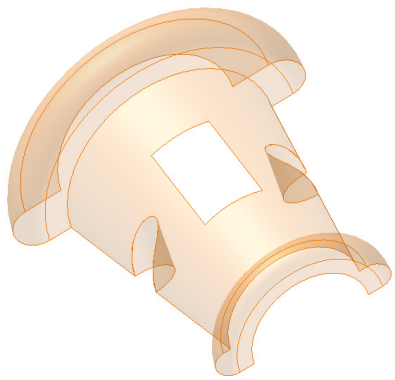

Figure 18-61 *Model after deleting the split surface*
6. Delete the split surface from the base surface using the **Delete Face** tool. The model after deleting the split surface is shown in Figure 18-61.